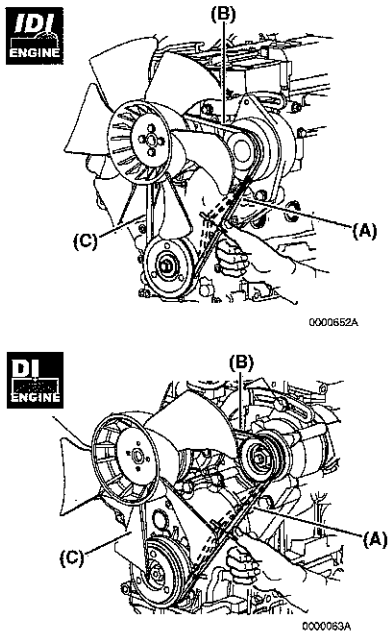

Figura 4
Vi sono tre posizioni per la verifica della tensione della cinghia a V **(Figura 4, (A), (B) e (C))**. È possibile eseguire la verifica in qualsiasi posizione accessibile. La corretta flessione di una cinghia a V usata in ciascuna posizione è: